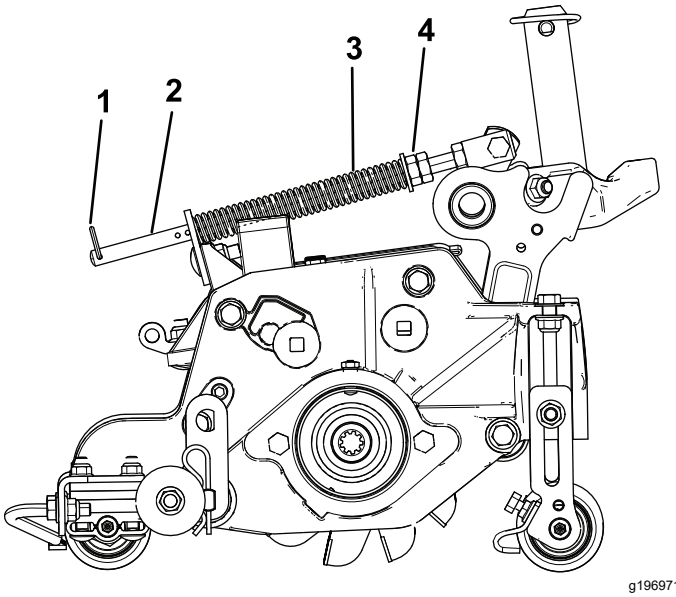

Figura 14
1. Asegúrese de que el pasador de horquilla está instalado en el taladro del extremo de la varilla del muelle (Figura 14).
2. Apriete las tuercas hexagonales del extremo delantero de la varilla del muelle hasta que la longitud comprimida del muelle sea de 15,9 cm (Figura 14).